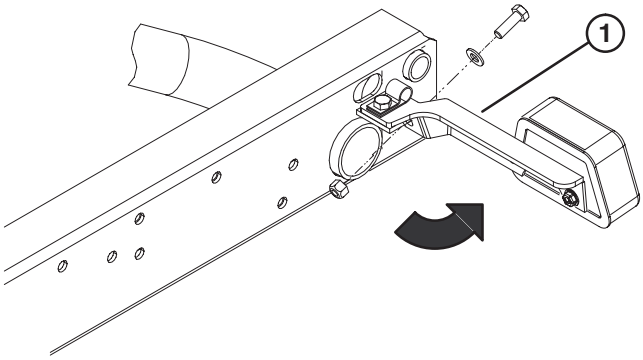

Figuur 1
3. Zet de achterkant van beide beugels van het achterlicht vast aan de achterkant van de beugels van het frame met een 5/16 x 1 inch tapbout, een 0,344 inch I. D. platte ring en een borgmoer, zoals is aangegeven op Figuur 1.